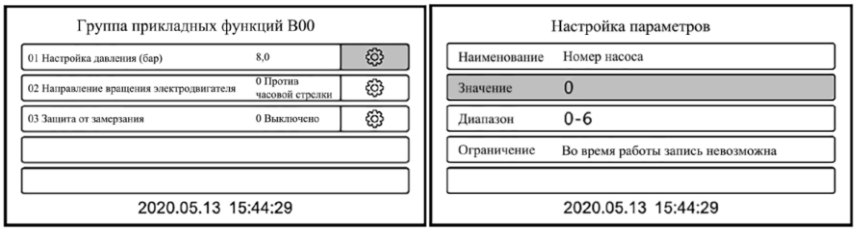

Рис. 19. Интерфейс меню третьего уровня
Интерфейс третьего уровня представляет собой интерфейс групп технических параметров и содержит параметры групп B00–B08; например, на рис. 19 показано содержимое группы прикладных функций B00.
– Нажатием кнопок «▲» или «▼» можно переместить зеленый курсор к соответствующей позиции группы параметров, затем нажать кнопку «Подтверждение», чтобы войти в интерфейс «Настройка параметров», как показано на рис. 19. Затем нажатием кнопок «▲» или «▼» изменить данные и снова нажать кнопку «Подтверждение»; настройка параметра будет завершена.